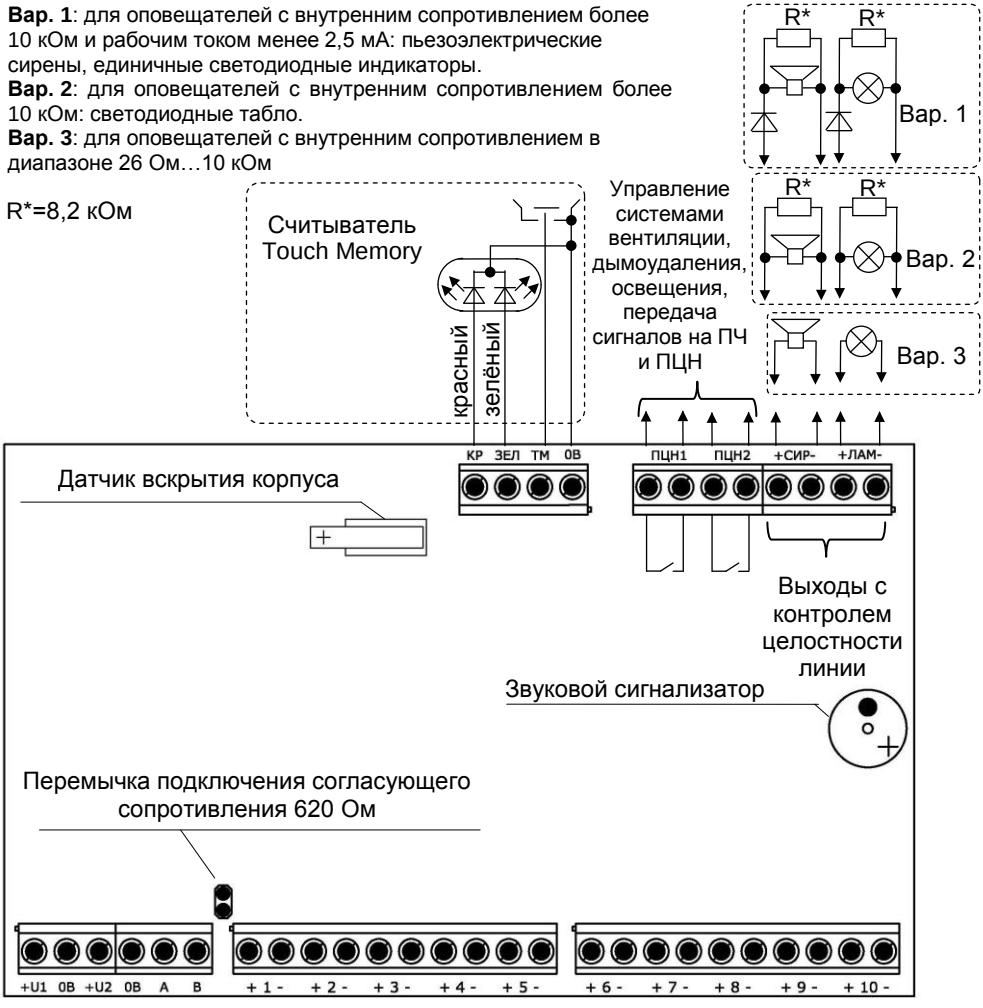

Рисунок 4. Схема внешних соединений блока
4.1.3 Если блок не является первым или последним в линии интерфейса RS-485, удалите перемычку, расположенную на плате блока (см. рис. 4).
4.2.3 Подключите к выходам «СИР» и «ЛАМ» звуковой (ЗО) и световой (СО) оповещатели, соблюдая полярность подключения (см. рис. 4). При нагрузке на выход, близкой к максимальной, подавайте питание от источника напряжением 24 В.